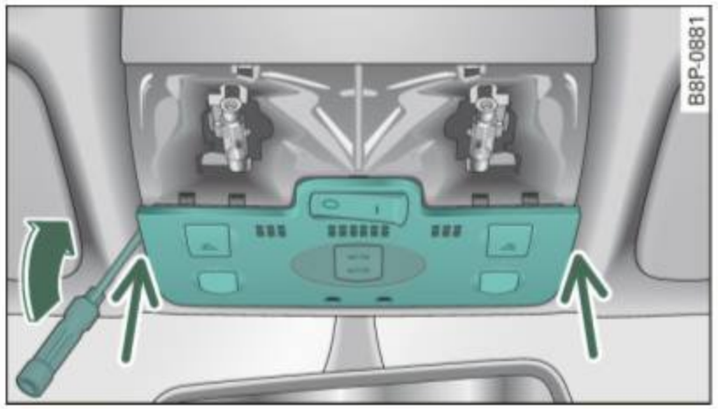

Fig. 41 Light unit in the headliner: removing the switch cover
- Push the flat blade of the screwdriver several times in succession between the light unit and the switch cover at different places on the left and right and carefully lift the switch cover as you do this ⇒ fig. 41. On vehicles with additional equipment you can allow the cover to hang by the wire, otherwise place the loose cover to one side.